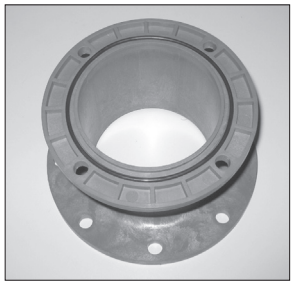

Figure 29
1. Place motor adapter (item 15) so the large flange is on the bench. Rotate the adapter so the four holes in the smaller flange are in the horizontal position. See figure 29. If removed, reinstall the o-ring (item 14) in the groove on the face of the motor adapter. Lubricate the o-ring with chemically compatible lubricant. This will help to hold it in place. See figure 29.